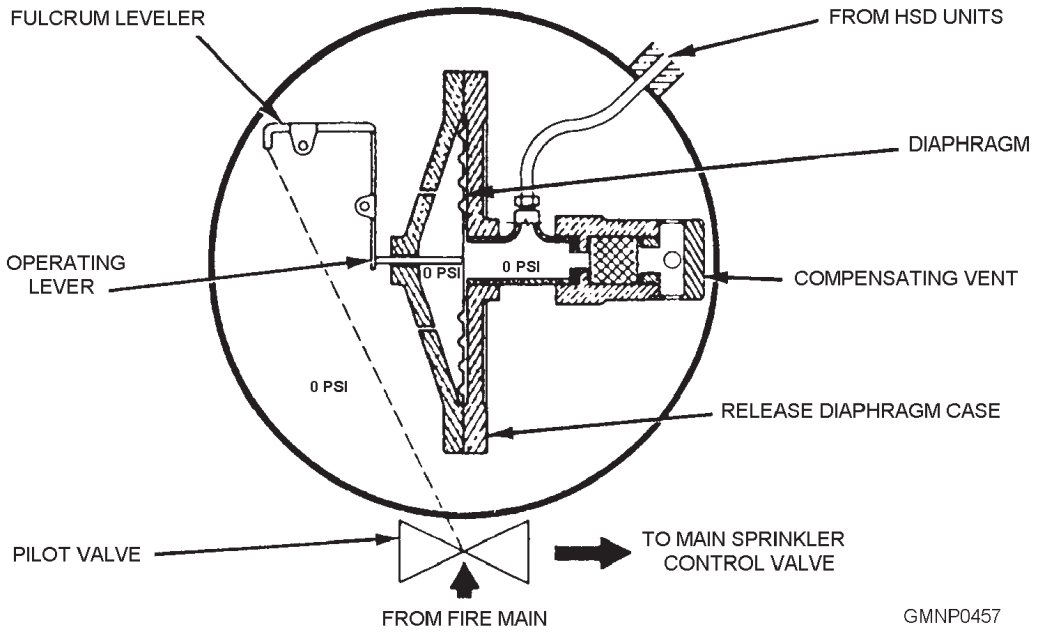

**Figure 8-31.—PRP valve; internal schematic.**
The outer body of the PRP valve is a circular bronze housing. Inside the housing is an operating mechanism, a diaphragm, and a compensating vent (fig. 8-31). The operating mechanism is a spring-loaded lever device connected to the diaphragm. The slightly flexible diaphragm is mounted inside an air chamber of the housing. The back side of the diaphragm chamber (or case) is connected to the HSD tubing network. The front side of the diaphragm is open to the interior of the PRP valve housing.
**PRP VALVE OPERATION**.—As space temperature rises, one or more HSDs activate. They transmit the air-pressure impulse signal to the back side of the flexible diaphragm of the PRP valve. If the increased pressure is of such magnitude that the compensating vent cannot bleed it off fast enough, the diaphragm will bend or move inward (fig. 8-31).